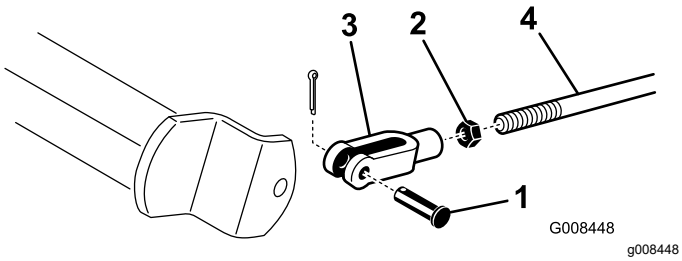

Figur 46
A. Koppla bort bromsstängerna genom att ta bort saxpinnen och sprintbulten (Figur 46).
B. Lossa kontramuttern och justera sprinten (Figur 46).
C. Montera sprinten på bromsaxeln (Figur 46).